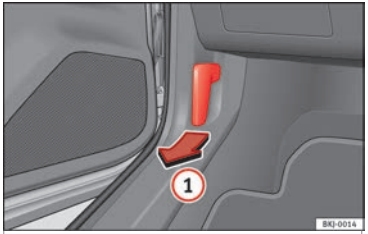

**Fig. 9** Release lever in the driver's footwell area.
- Open the door and pull the lever under the dashboard ››› **Fig. 9** (1).